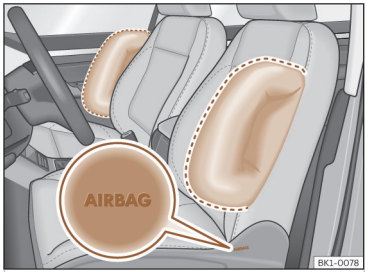
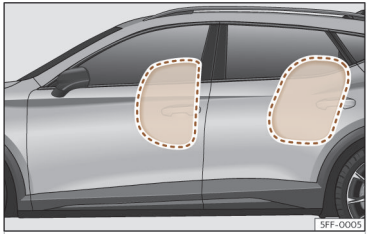

Abb. 33 Seitenairbag im Fahrer- und Beifahrersitz.
Abb. 34 Komplett aufgeblasene Seitenairbags auf der linken Fahrzeugseite
Ausstattungsabhängig sind die Seitenairbags in den Rückenlehnen der Vordersitze und in den Seiten der Rücksitzbank eingebaut ››› **(Abb. 33)**, ››› **(Abb. 34)**.
- **Stellen Sie sich, dass Kinder richtig in ihren Sitzen sitzen und ihren Kopf nicht in den Entfaltungsbereich der Seitenairbags halten ››› (Abb. 34), da sie beim Auslösen der Airbags von diesen getroffen werden und schwere Verletzungen erleiden könnten.**